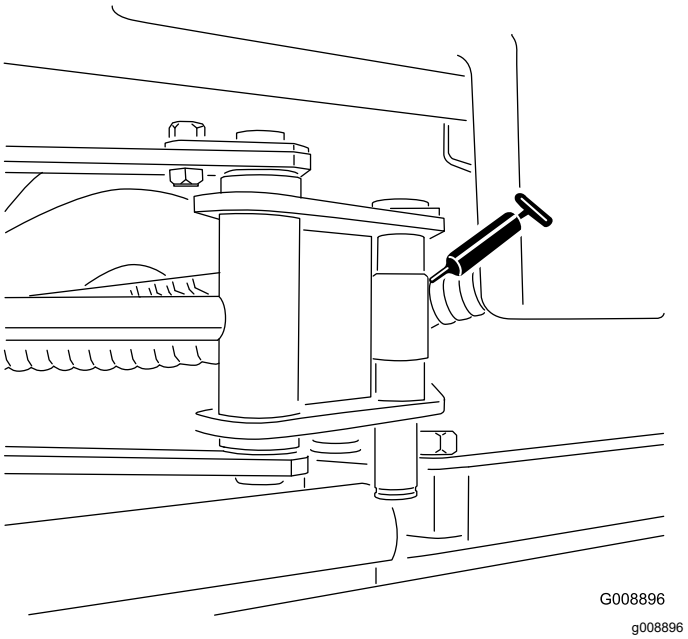

Figur 58
- Sidewinder-cylinderändar (två nipplar, endast på modell 03171 – Figur 58)